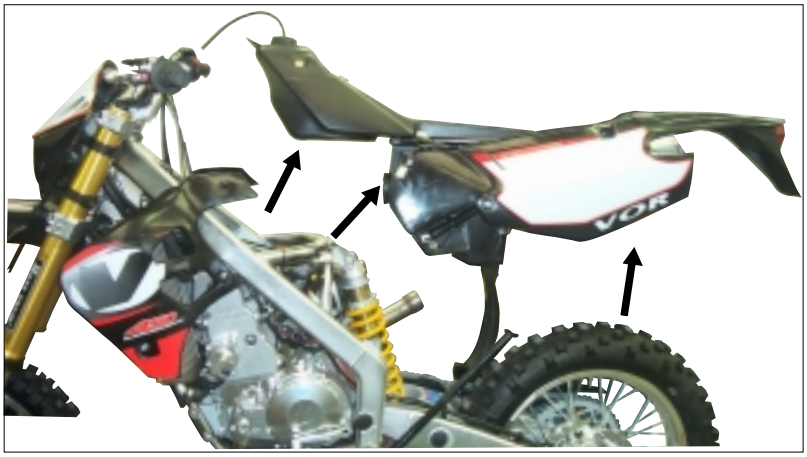

Fig. 38
- Sollevare il complessivo in oggetto (Fig.38).
- Lift the assembly (Fig. 38).
- Die gesamte betreffende Baugruppe anheben (Abb. 38).
- Soulever le groupe en question (Fig. 38).